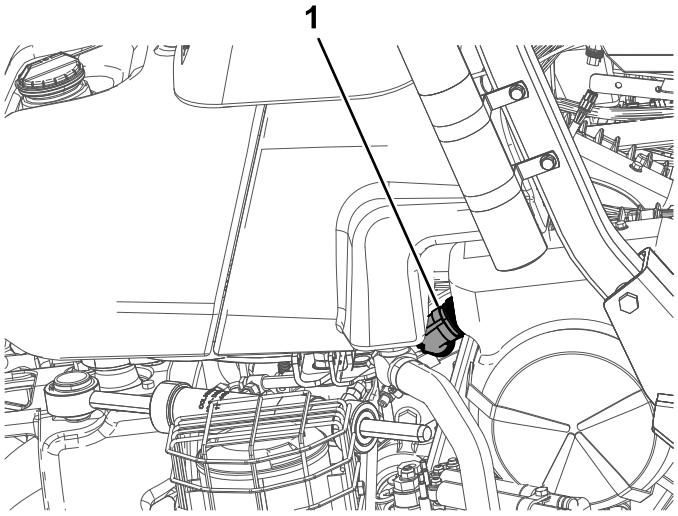

Figura 3
10. Desligue o tampão do gerador, que se encontra perto do motor (Figura 3).